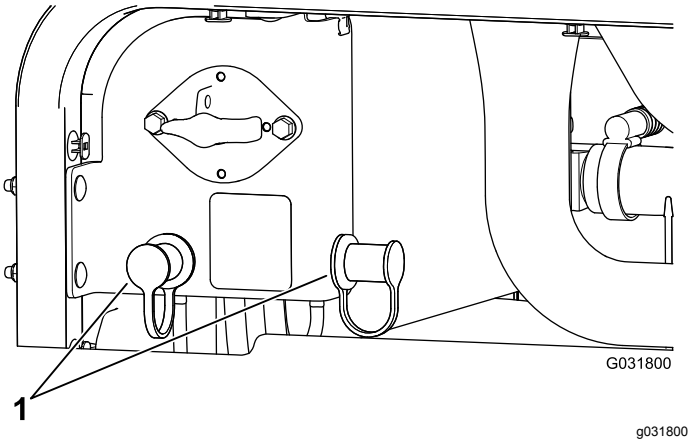

Figur 114
3. Fjern dækslerne fra startpolerne (Figur 114).